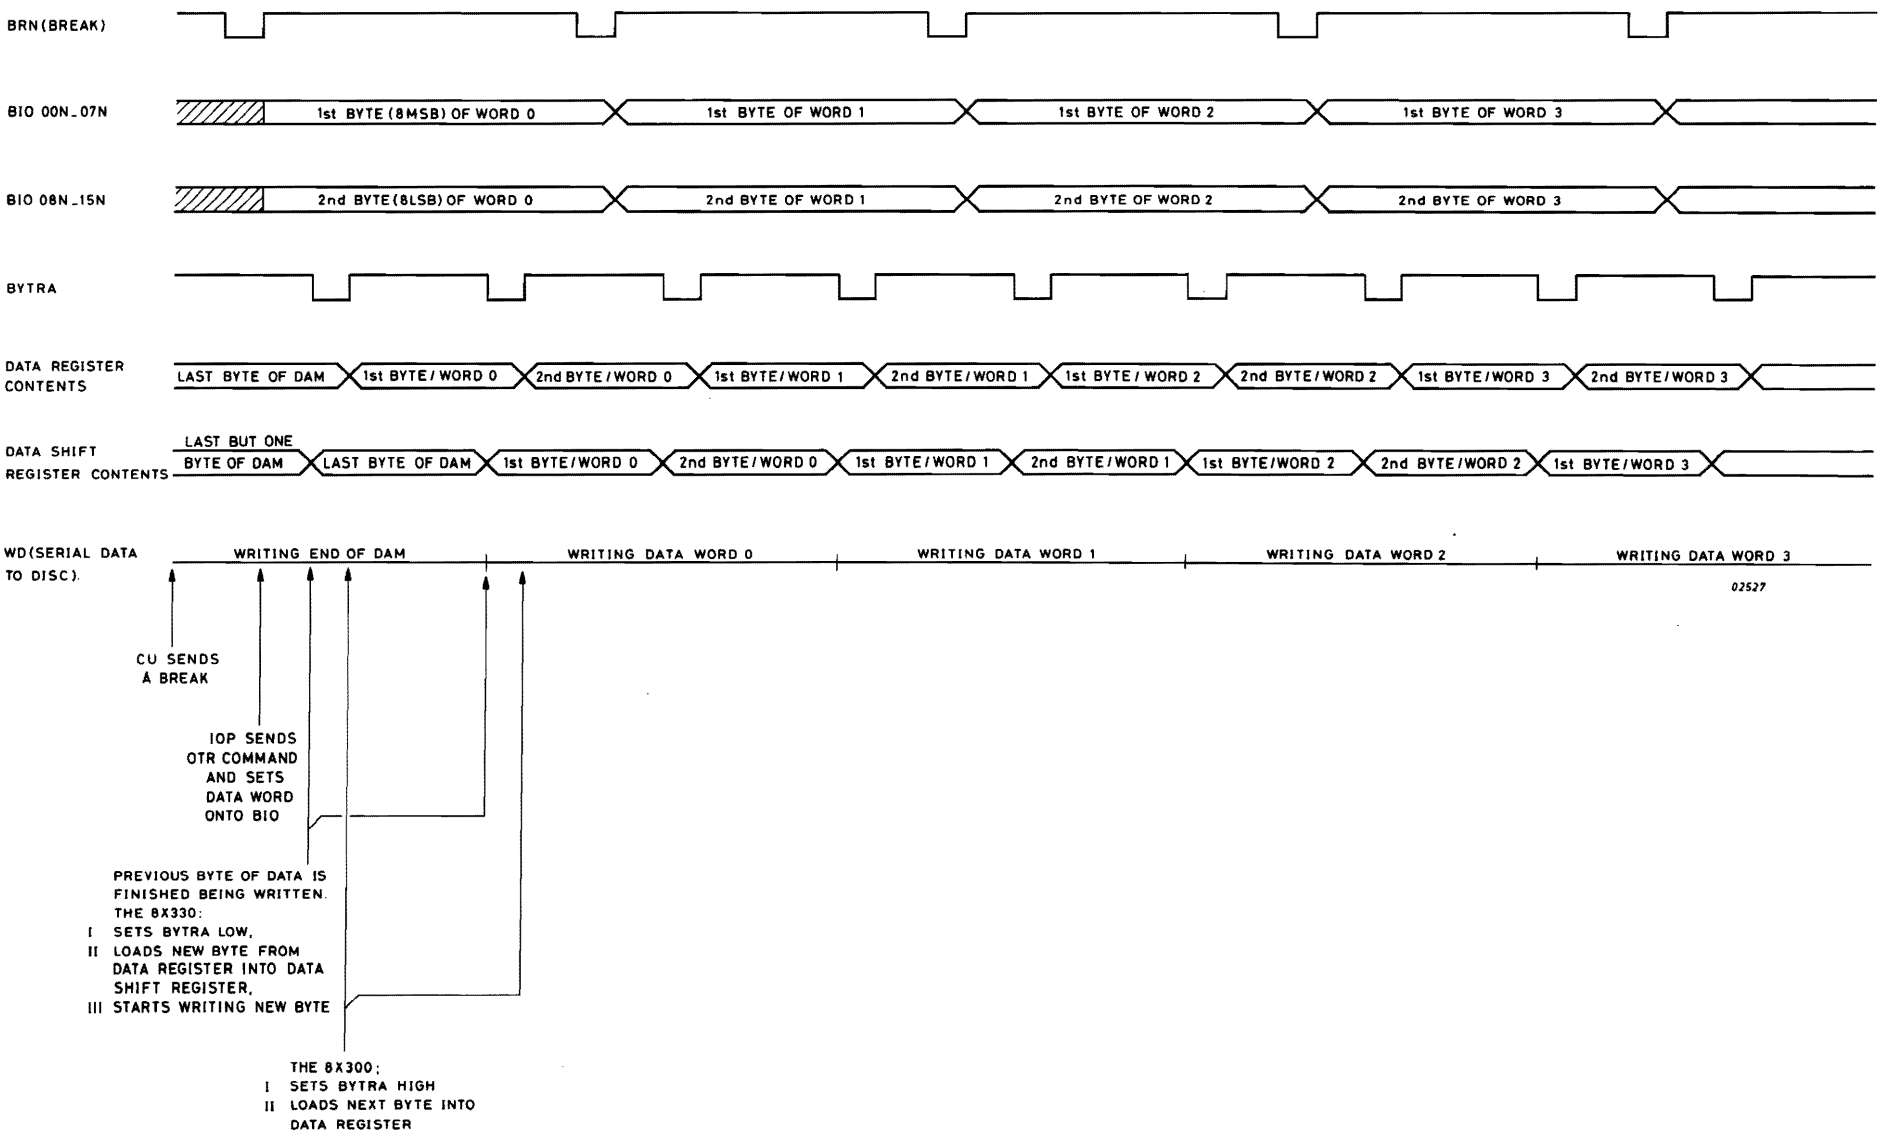

Figure 3.3 Timing Diagram for Transfer of Data via 8x330 - Write Mode
- WD the serial data output line of the 8 x 330, under control of the microprogram. This is illustrated in figure 3.3.